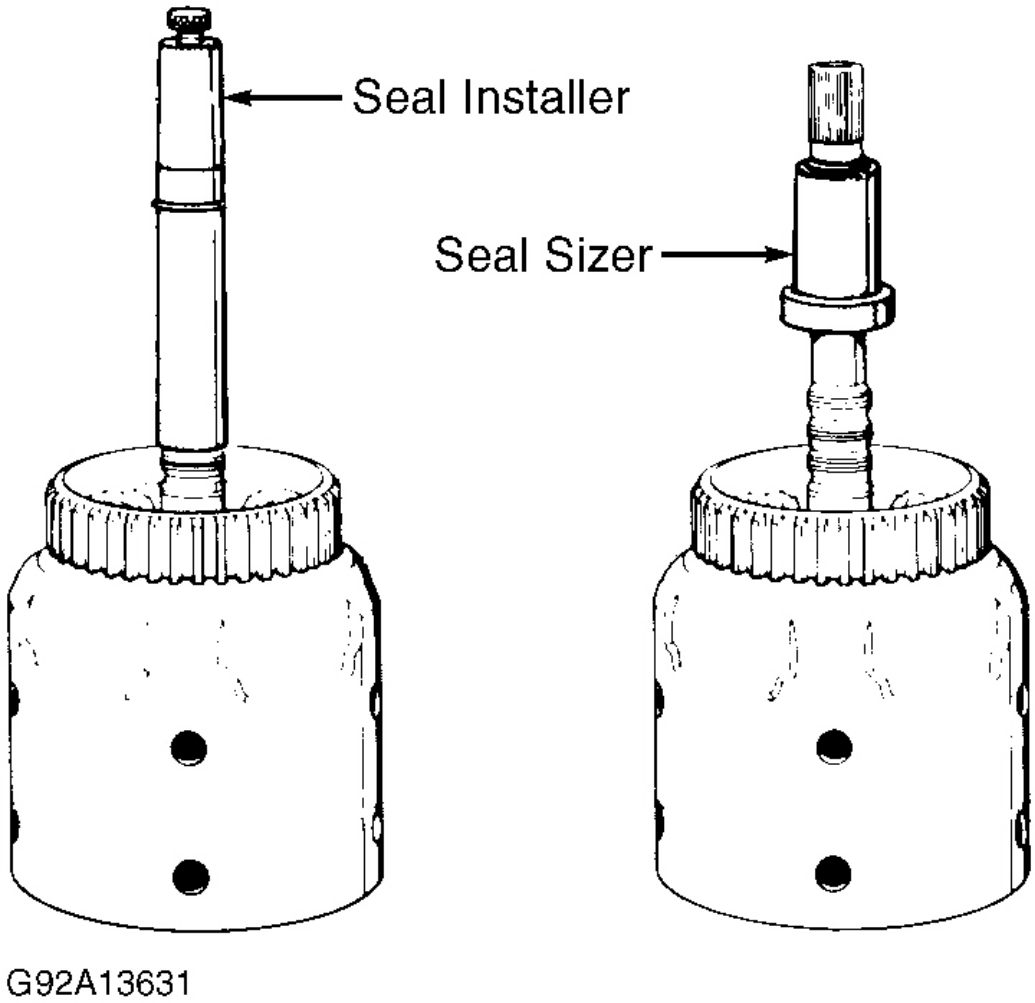

Fig. 50: Installing & Sizing Turbine Shaft Seals
12. During overrun clutch test, air pressure will blow past forward clutch piston seals and exit out forward clutch feed hole in turbine shaft. Turbine shaft seals require sizing and should be installed before oil pump installation. Position Seal Installer (J-36418-1B) on input shaft. See **Fig. 50** . Adjustment screw in seal installer must be adjusted to obtain correct height for each seal installation. Install 4 turbine shaft seals.